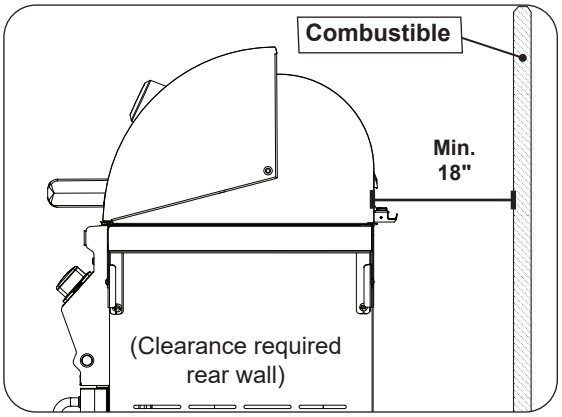

Fig. 9-3 Clearance **'C'** Diagram
- The unit must have a minimum clearance of 18" from the combustible rear wall (see Fig. 9-3).